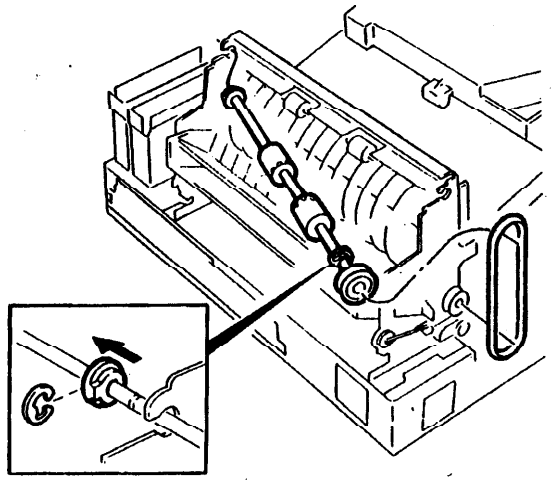

Рис. 1. Узел верхнего выходного ролика
5. Снимите зажимные кольца с обоих торцов ролика (Рис. 1).